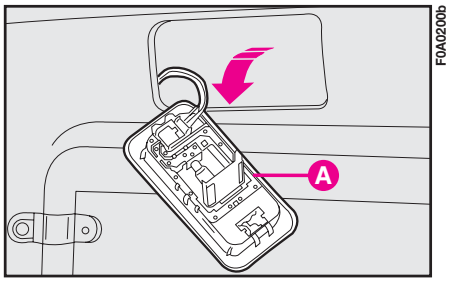

fig. 36
**2)** Open the container **A-fig. 36** and replace the burnt-out bulb.